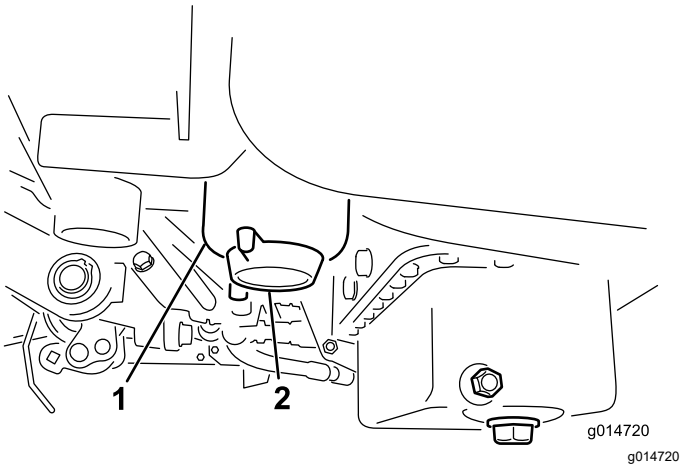

**Rysunek 35**
2. Oczyść obszar wokół miejsca zamontowania filtra (Rysunek 35).
4. Odkręć korek spustowy filtra (Rysunek 35).